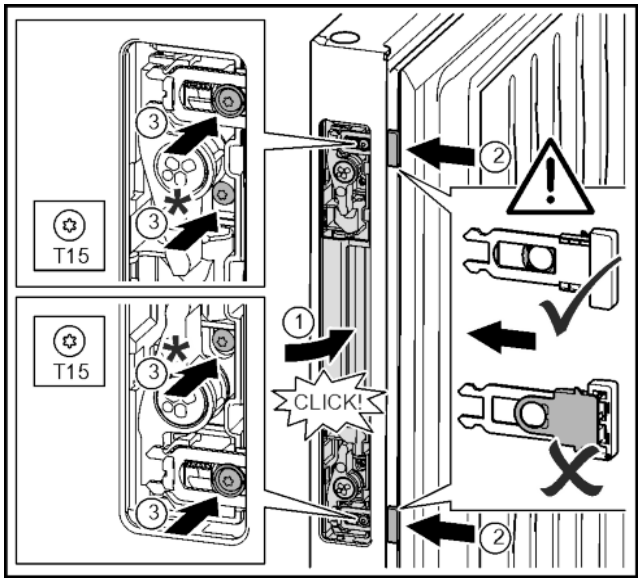

Fig. 22
▶ Вспомогательный механизм открывания двери вставить в отверстие с противоположной стороны и зафиксировать. *Fig. 22 (1)*
▶ По выемкам сдвинуть защелку механизма открывания двери до момента фиксации. *Fig. 22 (2)*
▶ Закрутить винты вместе с пластмассовыми выступами отверткой T15. *Fig. 22 (3)*